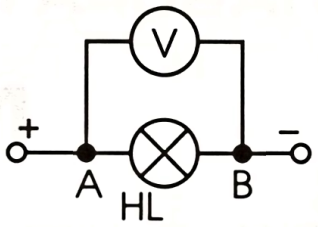

Рис. 2
1. Соберите электрическую цепь по рис. 2 и измерьте напряжение U на участке АВ.